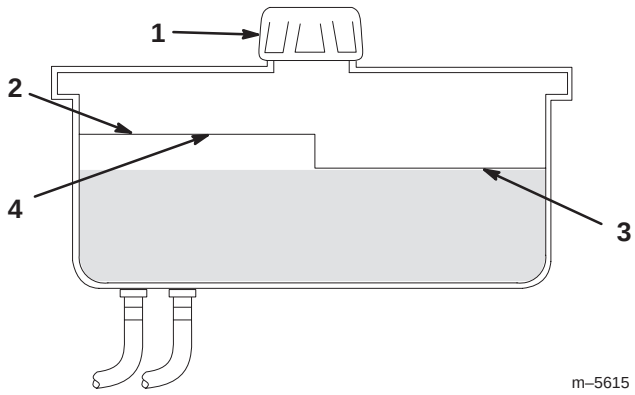

Figure 16
4. Clean area around cap and filler neck of hydraulic tank (Fig. 16).
5. Remove cap from filler neck. Look inside to check if there is fluid in the reservoir. (Fig. 16).
Note: The fluid level should be to the top of the ***hot*** level of the baffle, when the fluid is warm (Fig. 16).